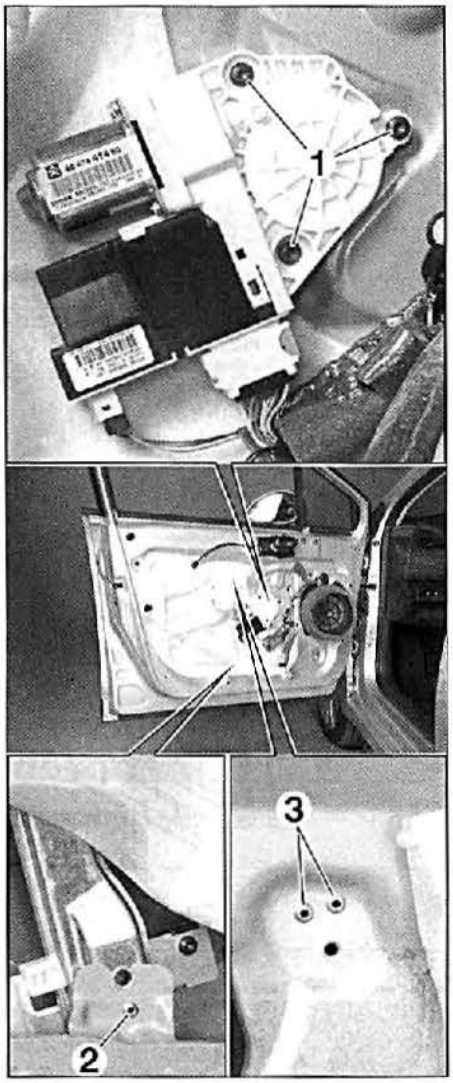

FIG. 47
- Desmontar los tornillos de fijación (1) **(fig. 47)** y desmontar el motor.
- Taladrar los remaches ciegos (2) y (3).